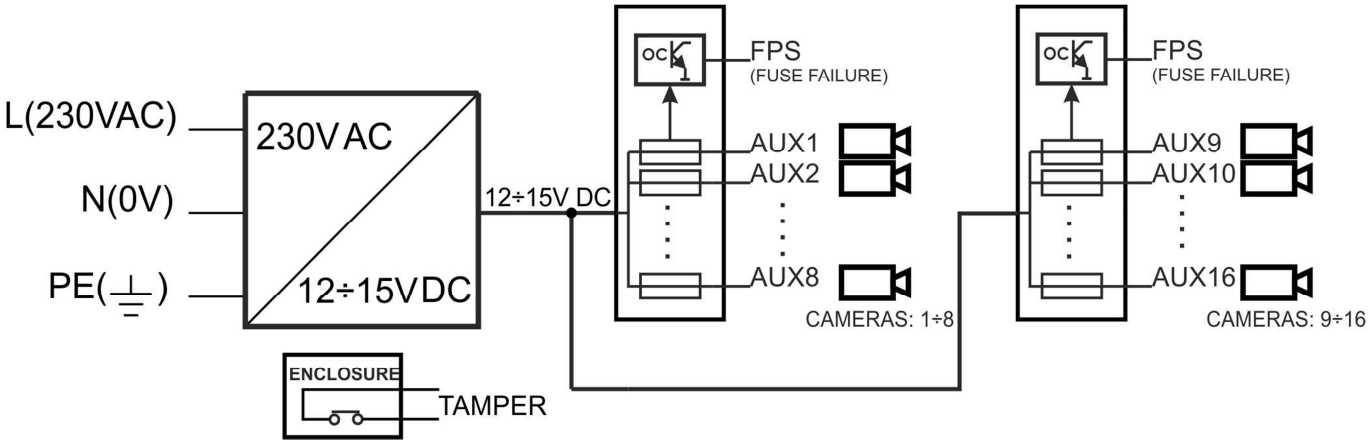

Fig. 1. Schema a blocchi dell'alimentatore.
1.2. Schema a blocchi (fig. 1).